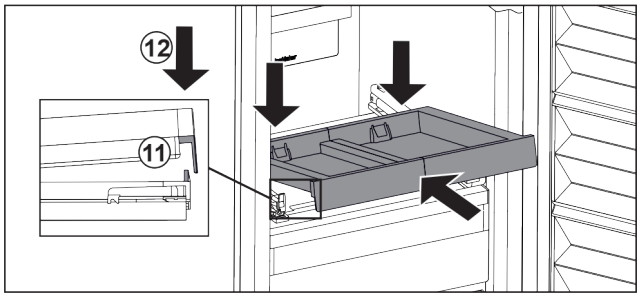

Fig. 22
▶ Вставьте, наклоняя вниз. Обратите внимание на то, чтобы на обеих сторонах упор был за накладкой. *Fig. 22 (11)*
▶ Снимите выдвижную панель спереди. *Fig. 22 (12)*